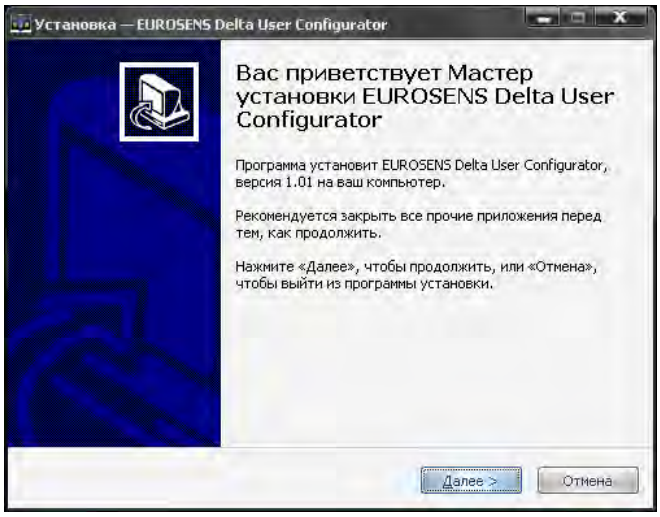

Рис.8
9) в окне (рис.8) установки непосредственно самой программы **"EUROSENS Delta User Configurator"** нажать кнопку **"Далее"**: